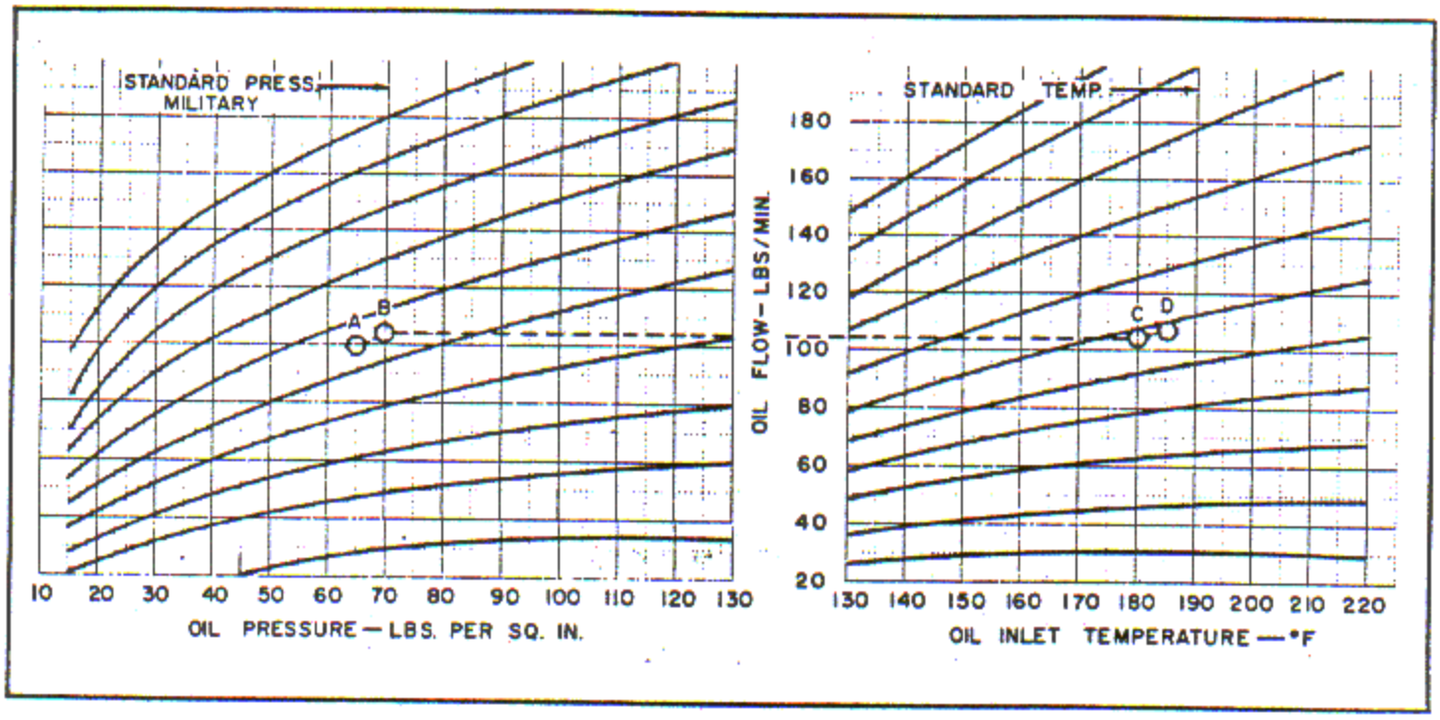

Figure 10-3. Oil Flow Correction Curve
10-27. CORRECTION OF OIL FLOW. Take oil flow readings at any given oil pressure within the operating limits and correct it to standard pressure and temperature conditions by use of the chart in figure 10-3.
a. Enter the chart (figure 10-3) at point A (observed oil flow and observed oil pressure). Follow the diagonal line to point B (standard oil pressure 70 psi), then to point C (observed oil-in temperature).